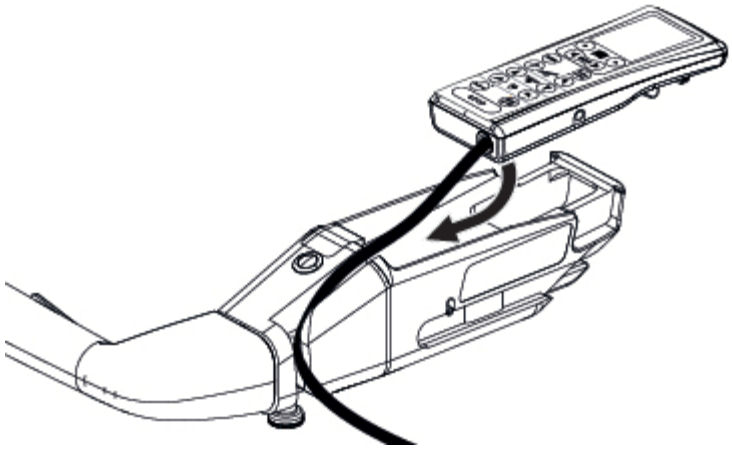

Figure 6-6. Install Hand Control
1. Feed the connection cable through the groove in the motorized transfer handle. See *Figure 6-6*.